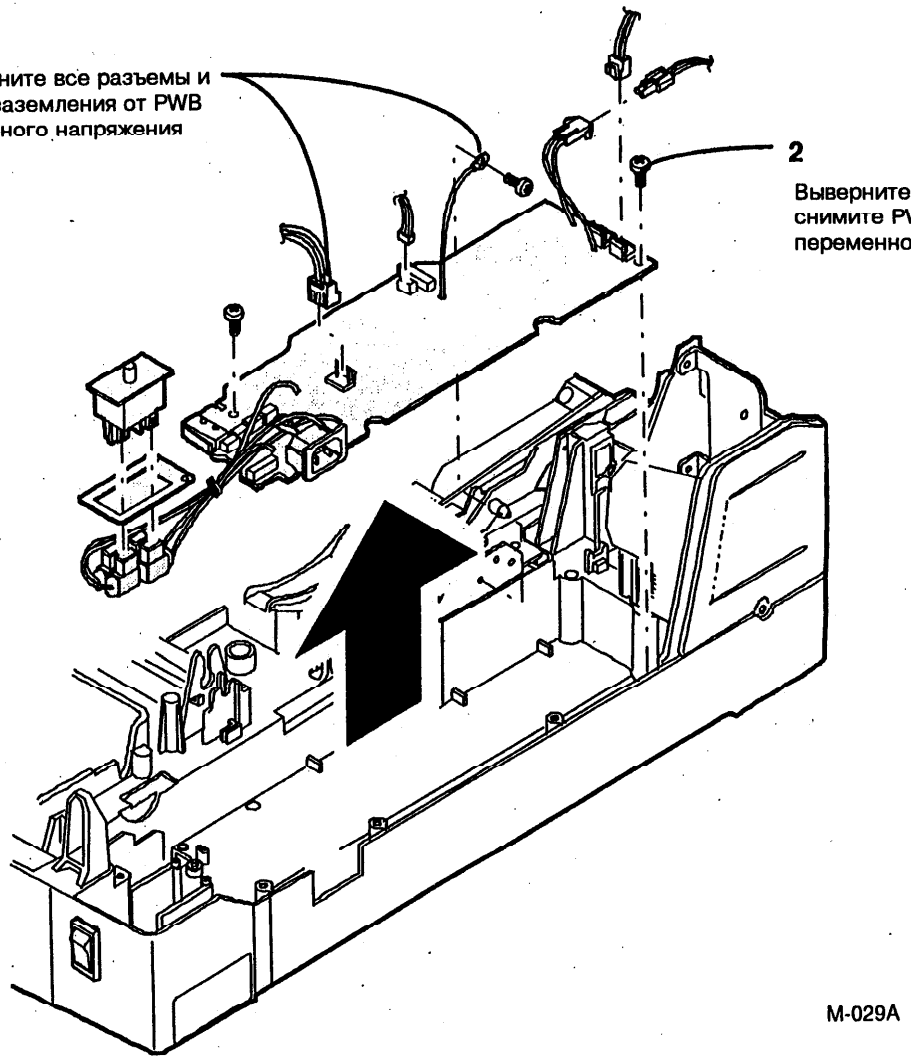

Рис. 2. Снятие печатной платы переменного напряжения
4. (Рис. 2): Снимите печатную плату переменного напряжения.